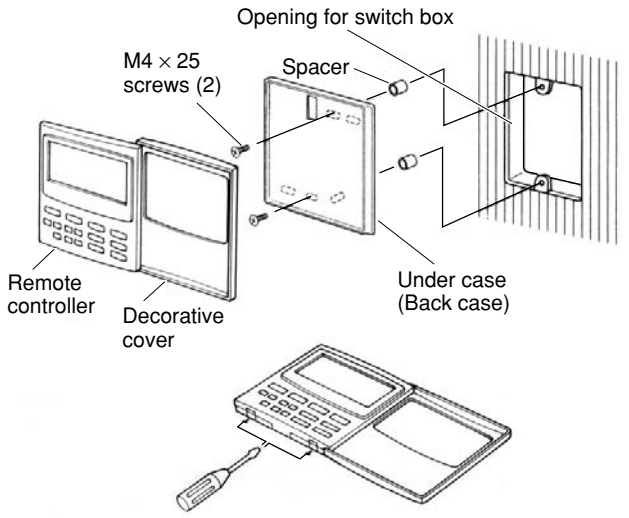

**Fig. 6-1**
(1) When you open the decorative cover, you will see 2 gaps under the remote controller. Insert a coin into these gaps and pry off the back case. (Fig. 6-1)
(2) Attach the back case with the 2 small screws provided. Using a screwdriver, push open the cut-outs on the back case. These holes are for screws. Use the spacers and take care not to tighten the screws excessively. If the back case will not seat well, cut the spacers to a suitable thickness. (Fig. 6-1)
(3) Connect the remote controller wiring (2 wires) correctly to the corresponding terminals in the electrical component box of the indoor unit.
(4) To finish, fit the back tabs of the case into the remote controller and mount it.